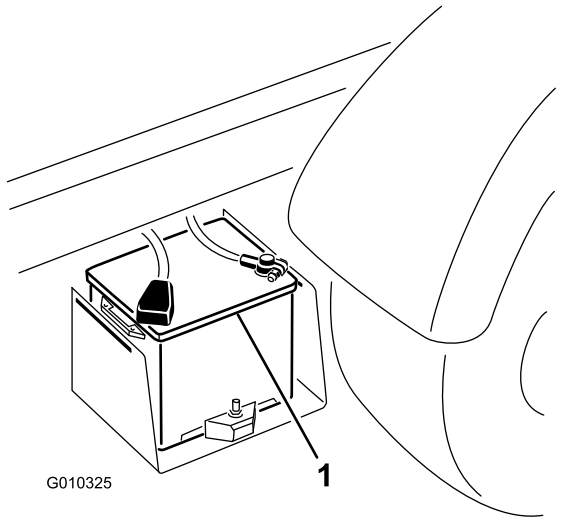

Figura 6
5. Quando a bateria estiver carregada, desligue o carregador da tomada eléctrica e dos pólos da bateria (Figura 6).